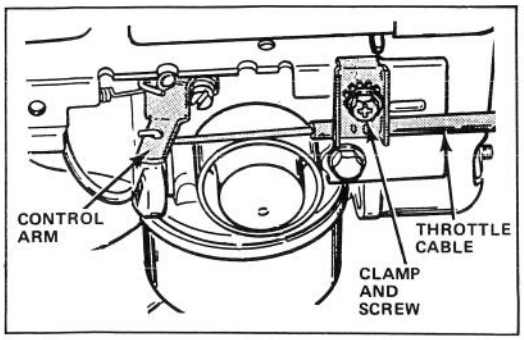

Figure 12
3. Loosen cable clamp screw until throttle cable slides (Fig. 12). Move carburetor control arm as far to the left as possible. Pull throttle cable slightly to remove any slack and tighten cable clamp screw to lock adjustment in place.